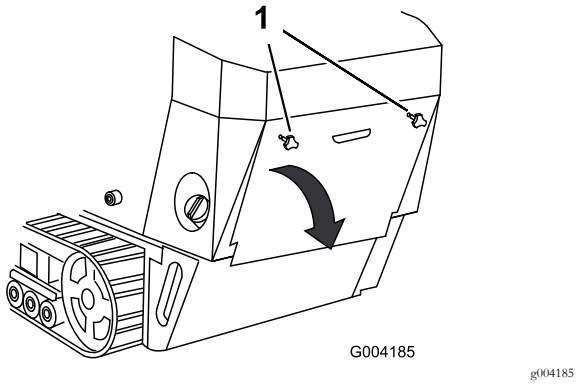

**Rysunek 32**
1. Odkręć 2 pokrętła mocujące tylną pokrywę dostępową maszyny (Rysunek 32).
2. Odchyl tylną pokrywę dostępową do dołu i zdejmij ją, aby uzyskać dostęp do elementów wewnętrznych (Rysunek 32).